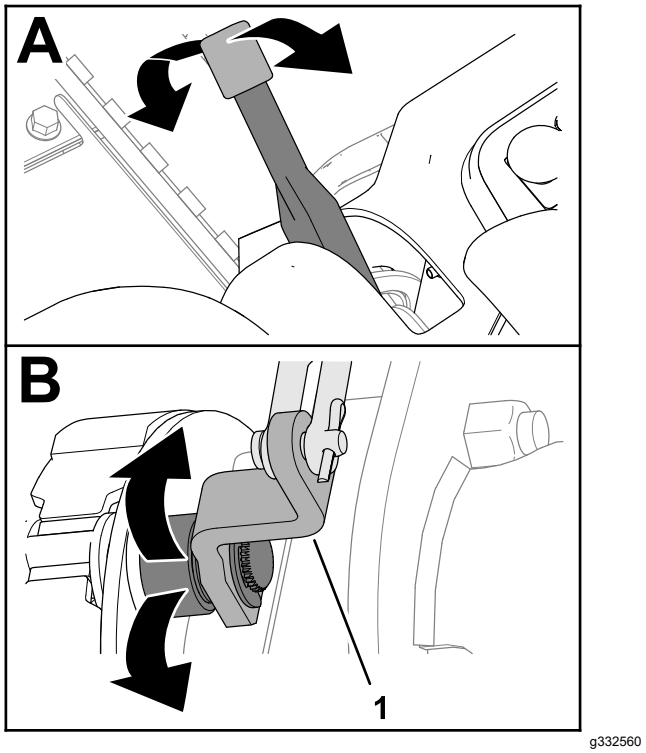

**Figur 83**
2. Flytta parkeringsbromsspaken uppåt och nedåt för att kontrollera att armen som går till bromskamsarmen rör sig fritt (Figur 83).